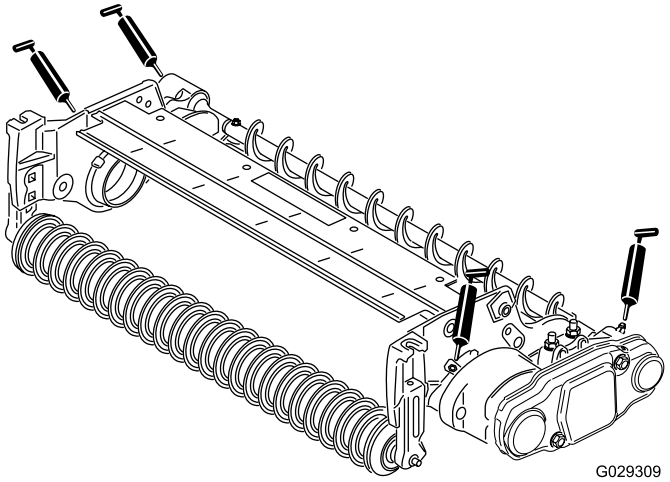

Figur 19
26. Smør smøreniplerne på hver af rullebørstens lejehuse og på resten af klippeenheden med lithiumbaseret universalfedt nr. 2 (Figur 19).